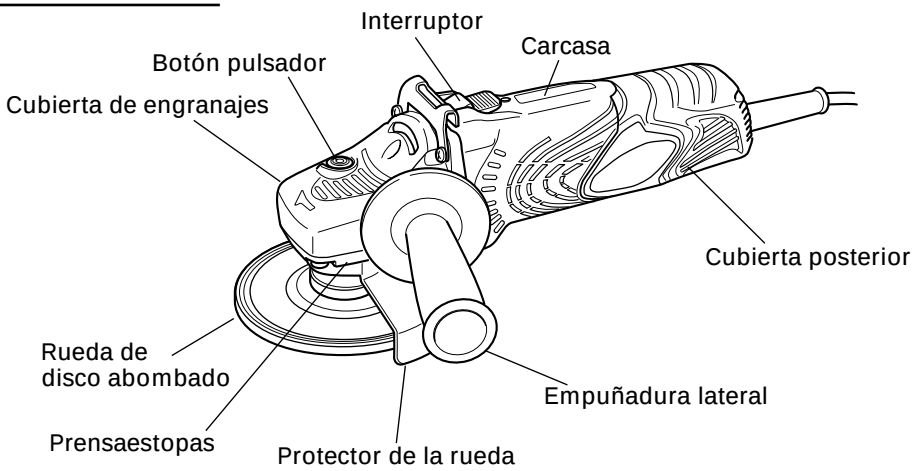

Fig. 1
1. Sujete firmemente la amoladora por su carcasa y la empuñadura lateral (Fig. 1).